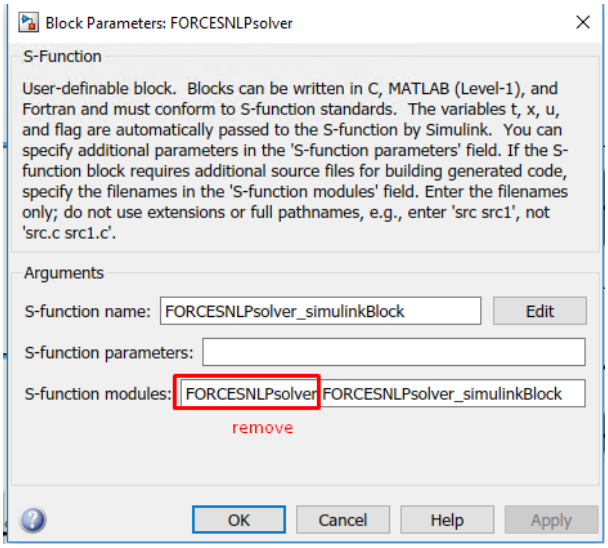

Figure 10.14: Remove the leading solver name from the S-function module.
14. (Figure 10.14) Remove the “FORCESNLPsolver” prefix from the S-function module.